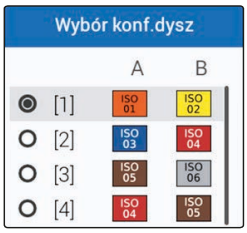

Rys. 246
- Wybrać konfigurację dysz wśród tych proponowanych w spisie (Rys. 246).